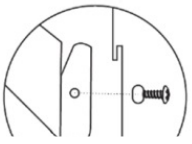

Fig. 2
21. Die innere Kaminblende mit 2 Schrauben jeweils seitlich an der Halterung anschrauben (Fig. 2). Die äußere Kaminblende in die Halterung einhängen (Fig. 1).